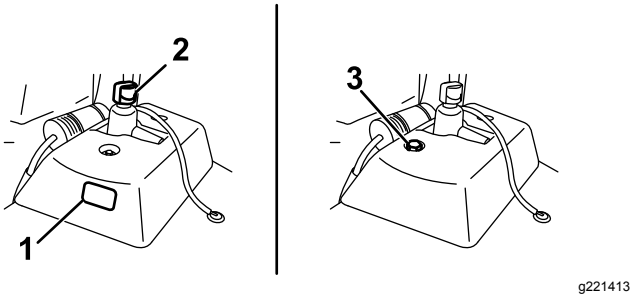

Figuur 55
- Als de hydraulische hulptank over een kijkglas beschikt, controleert u daar het oliepeil (Figuur 55) en gaat u verder met stap 5.
- Als de hydraulische hulptank niet over een kijkglas beschikt, gebruikt u de peilstok bovenaan de machine (Figuur 55) en gaat u verder met stap 3.